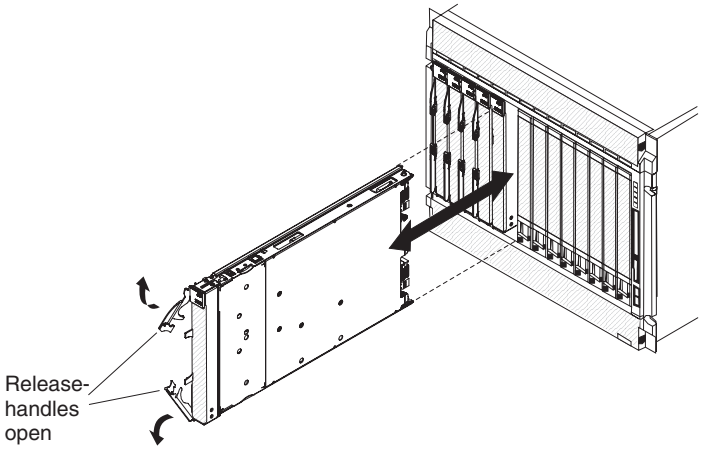

Figure 8. Removing the blade server
3. Open the two release levers as shown in Figure 8. The blade server moves out of the bay approximately 0.6 cm (0.25 inch).